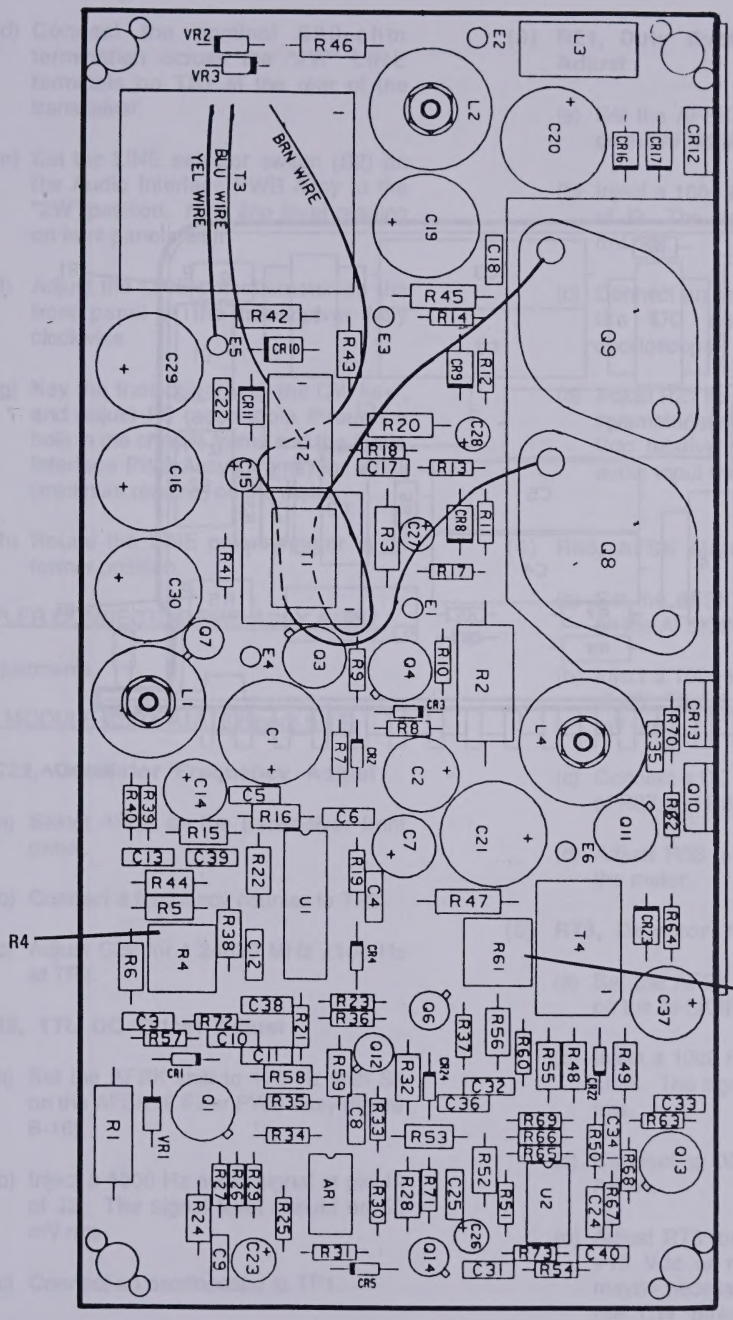

Figure 6-13. Multivoltage Supply PWB Assy
o. MULTIVOLTAGE SUPPLY ASSY A1A14 (figure 6-13).
(1) R61 (+5 V Adjustment)